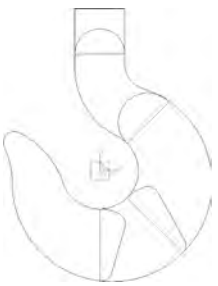
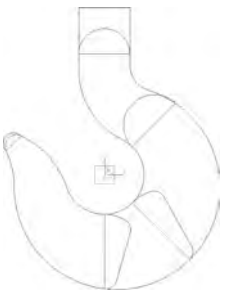

图 5-203　曲线过渡
图 5-204　曲线裁剪
(10) 单击“曲线过渡”图标，选择“圆弧过渡”方式，半径为 6，对直线和 R25 圆弧进行过渡；同样选择“尖角”方式，分别选择－16°的直线和 R6 的圆弧，如图 5-203 所示。
(11) 绘制截面线 5。单击“直线”图标，在界面左侧的立即菜单中选择“两点线”，分别选择钩头 R6 圆弧的两个端点。
(12) 单击曲线生成栏上的“整圆”图标，在立即菜单中选择绘圆方式“圆心点_半径”，按照提示单击选取截面线 5 的中点为圆心，中点到端点的距离为半径，右击结束该圆的绘制；单击“曲线裁剪”图标，拾取下部分圆弧，右击确认，如图 5-204 所示。